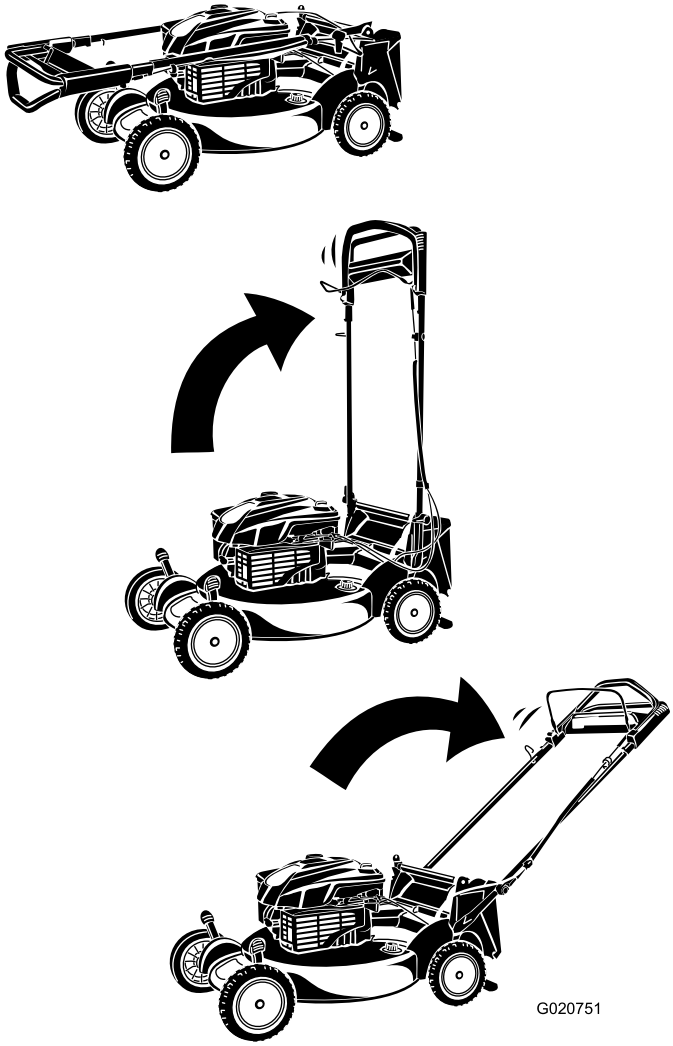

**Figuur 4**
3. Draai de handgreep naar achteren (Figuur 4).